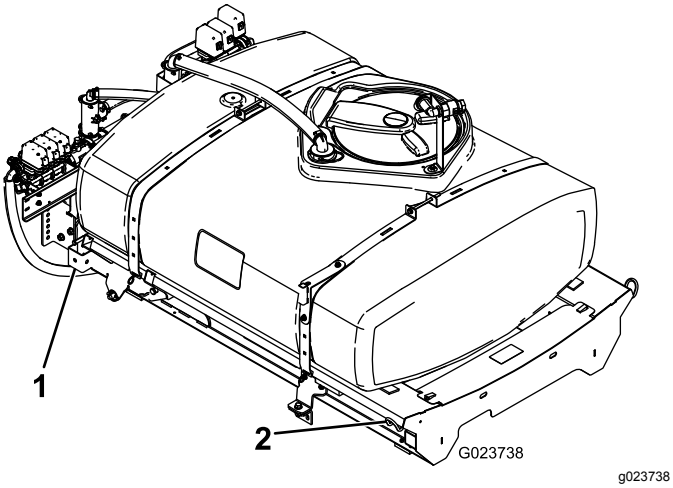

Figur 10
1. Lyft upp tankplattformen (Figur 10) med en travers/lyft och placera den över fordonsramen med pumpen och ventilen vända bakåt.